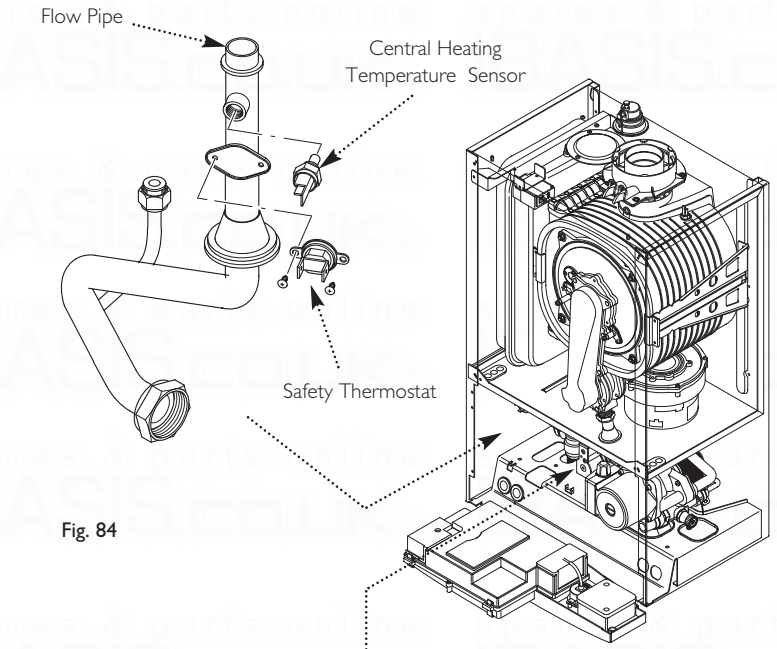

Fig. 84
Important: When fitting the new venturi, ensure the arrows on it's base point into the collector (Fig. 84).
14.10 Central Heating Temperature Sensor (NTC) (Fig. 84)